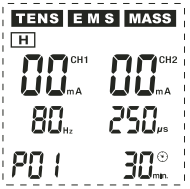

Abb. 8
(17) (H): Spezialprogramme für die Hand (siehe Abb. 8)
Nach dem Drücken einer dieser Tasten erscheint auf dem Display eine Anzeige mit dem entsprechenden Buchstaben (z.B. H, wenn die Taste (H) gedrückt wurde), wie in Abb. 8 dargestellt.